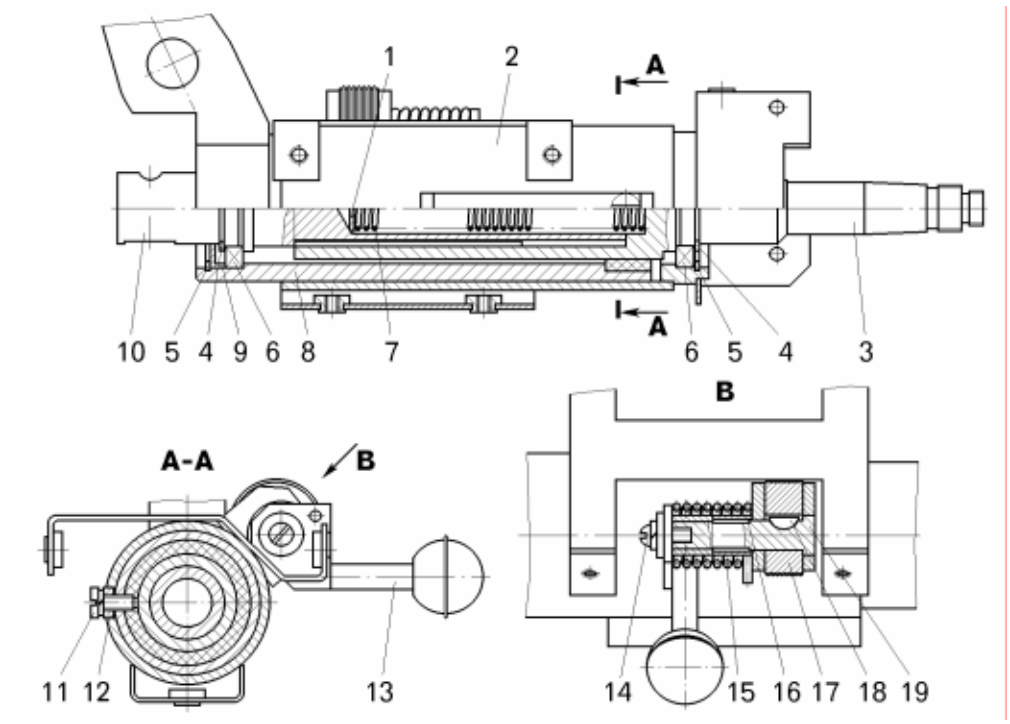

Рисунок 9.3 – Колонка рулевого управления:
– отвернуть винт 11 (рисунок 9.3) и снять его с кольцом 12;